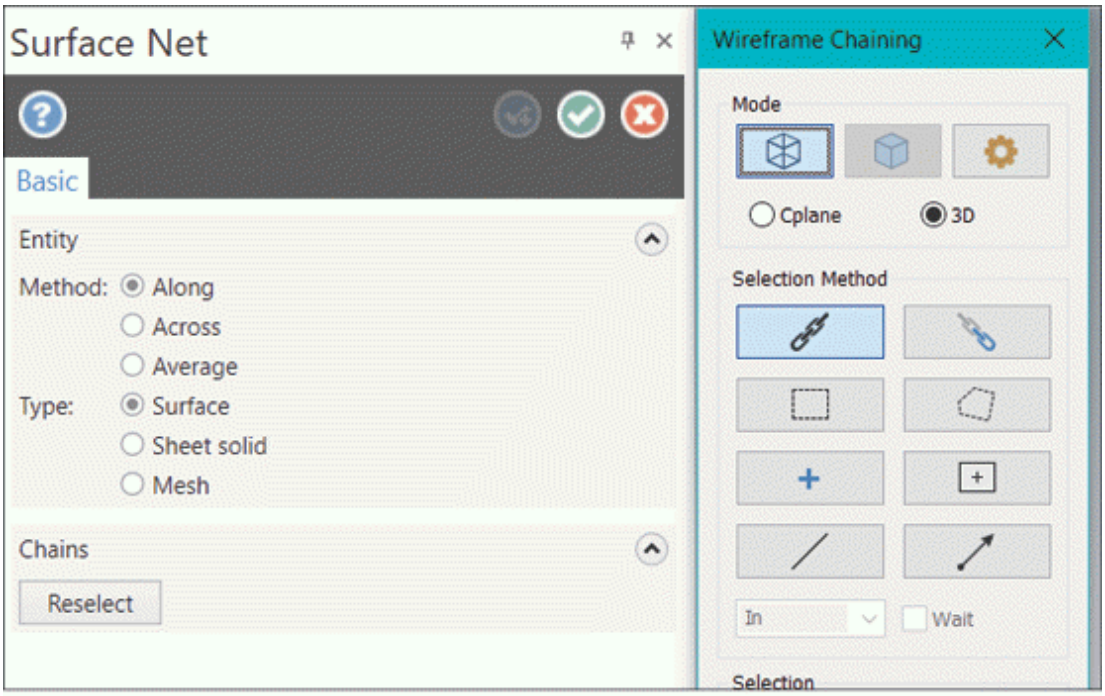

Figure-28. Surface Net Manager
- Click on the **Net** tool from the **Create** group in the **Surfaces** tab of the **Ribbon**. The **Surface Net Manager** will be displayed with **Wireframe Chaining** selection box; refer to Figure-28.